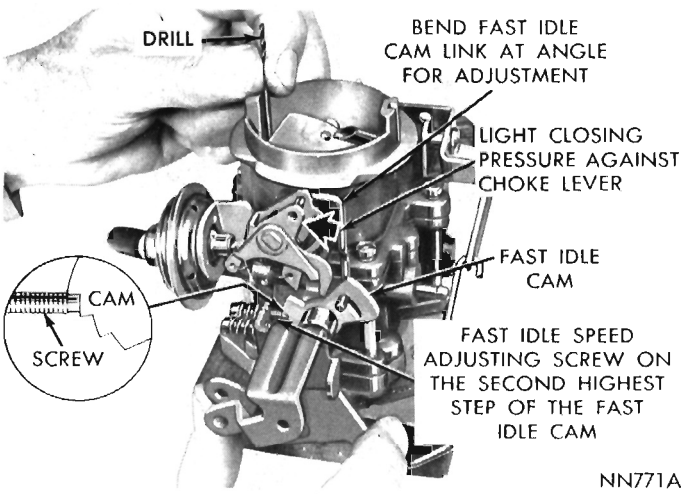

Fig. 14—Fast Idle Cam Position Adjustment
(2) Insert specified drill between choke valve and wall of air horn (See Specifications at rear of Fuel System Group).
(3) If an adjustment is necessary, bend fast idle rod at upper angle, using Tool T109-213, until correct valve opening has been obtained. (Fig. 14).